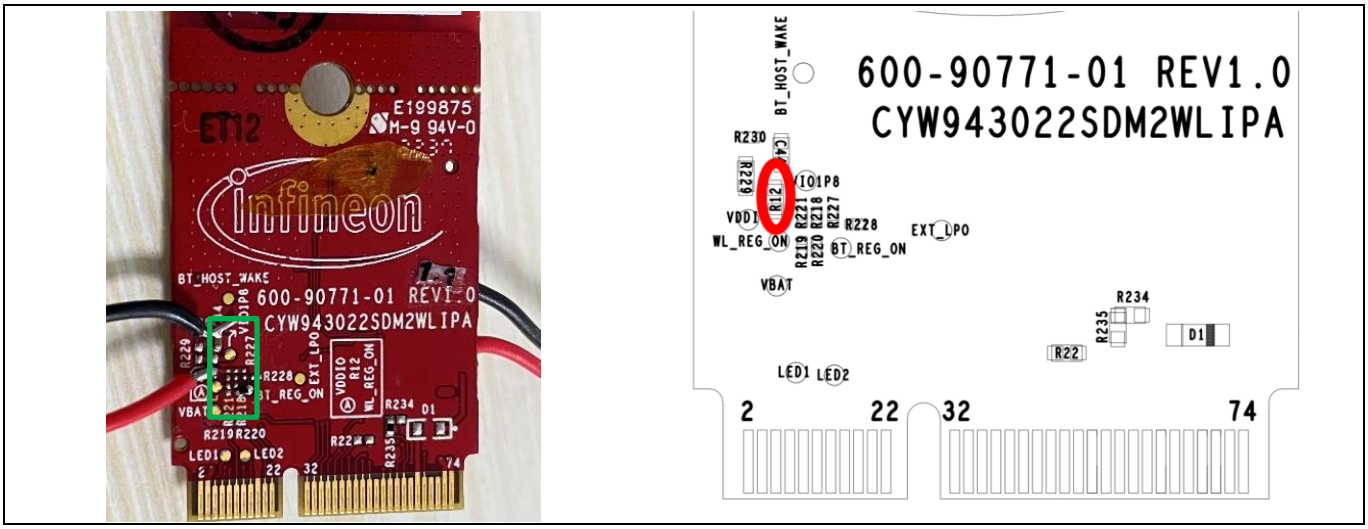

Figure 4 CYW43022 – VDDIO rework
- **VDDIO changes**: Remove R12 0Ω resistor to measure VDDIO current (I_{VDDIO}) individually (the red and black wires highlighted in Figure 4 are connected at the VDDIO pad) and connect both wires across the pad of the resistor where the power monitor is in series (ammeter mode) connection.